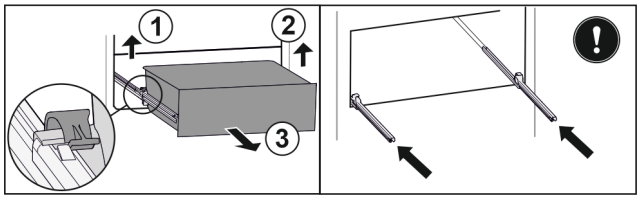

Fig. 150
▶ Приподнимите левый зажим и одновременно вытяните движением вперед выдвижной ящик слева. *Fig. 150 (1)*
▶ Приподнимите правый зажим и одновременно вытяните движением вперед выдвижной ящик справа. *Fig. 150 (2)*
▶ Извлеките выдвижной ящик движением вперед. *Fig. 150 (3)*